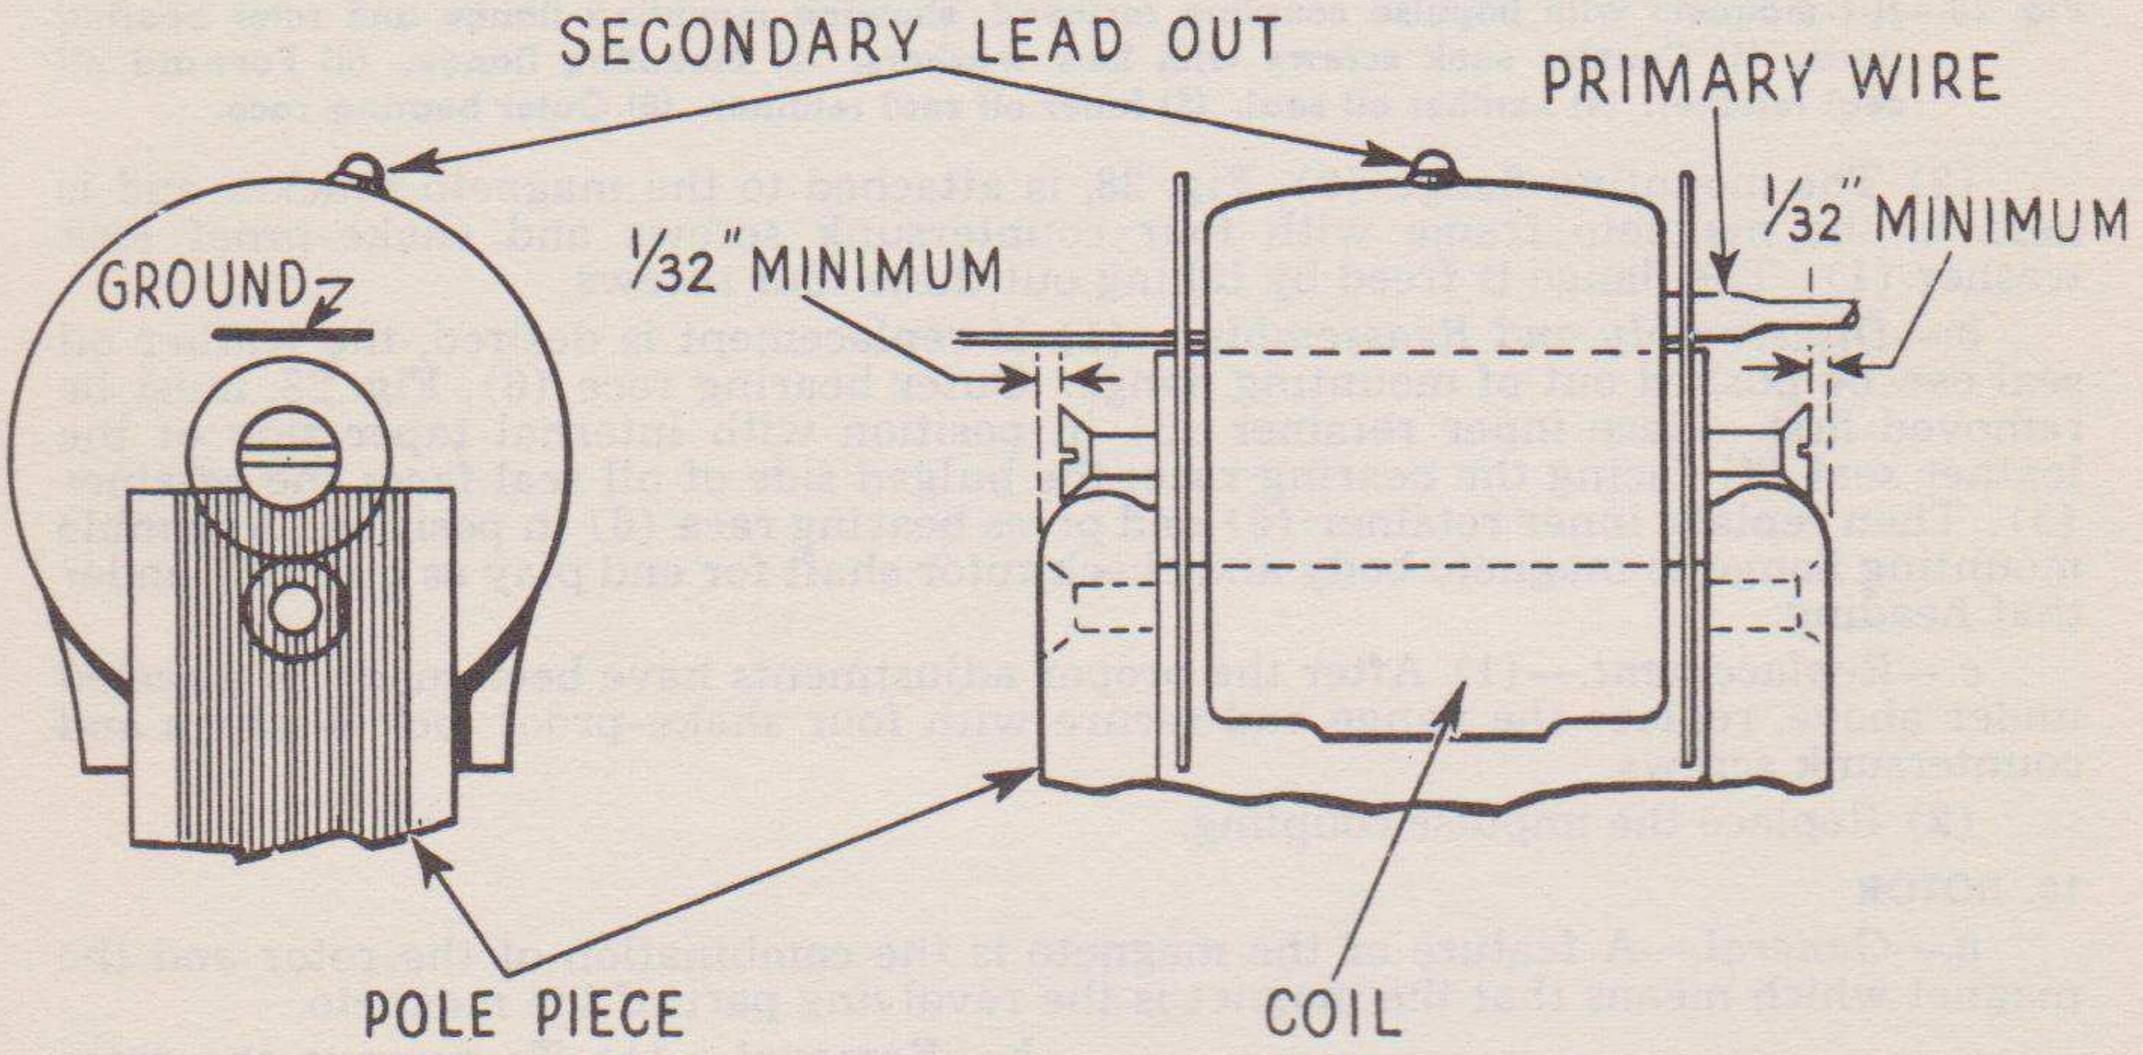

Fig. 27—Assemble coil core mounting screws to coil core to make sure they do not bottom in core when assembled in magneto.
(2) Test the coil core mounting screw (4) length by bottoming the screws lightly in the coil core and pressing the assembly into position as shown in Fig. 27. The mounting screws are 5/8" long. If either screw head does not fall back of the face of the pole piece by $\frac{1}{32}$" as shown, it must be removed and enough cut off the threaded end to meet this requirement. When the coil core is in place the screws will then tighten up in the countersunk hole of the pole piece before the screws bottom in the coil core.